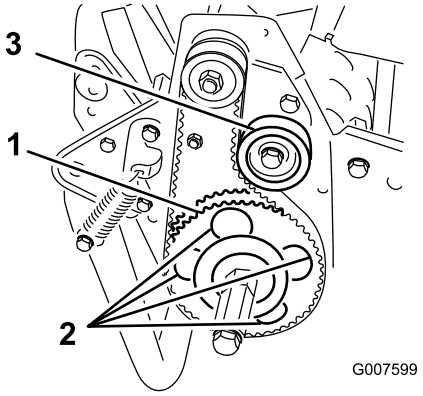

Figur 44
7. Drej drivremskiven, indtil hullerne står ud for rullelejets 4 flangeskruer (Figur 44).
11. Juster remspændingen, og spænd styreremskivens monteringsskrue (Figur 44).